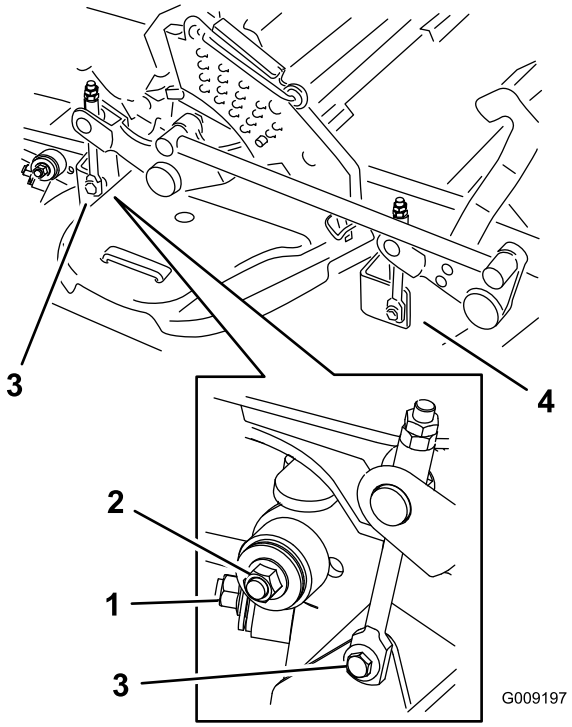

Figur 97
8. Fjern monteringsboltene/-møtrikkerne på begge sider af skjoldet som vist i Figur 97, og læg dem til side.